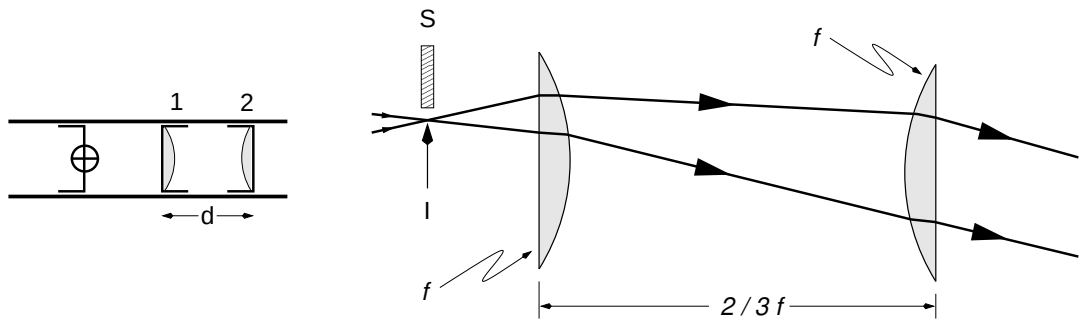

Figure 6: Construction of a Ramsden eyepiece.
A. Ask the instructor for the holder containing a Ramsden eyepiece, a crosshair, a diaphragm, and an objective lens. See Fig. 6.